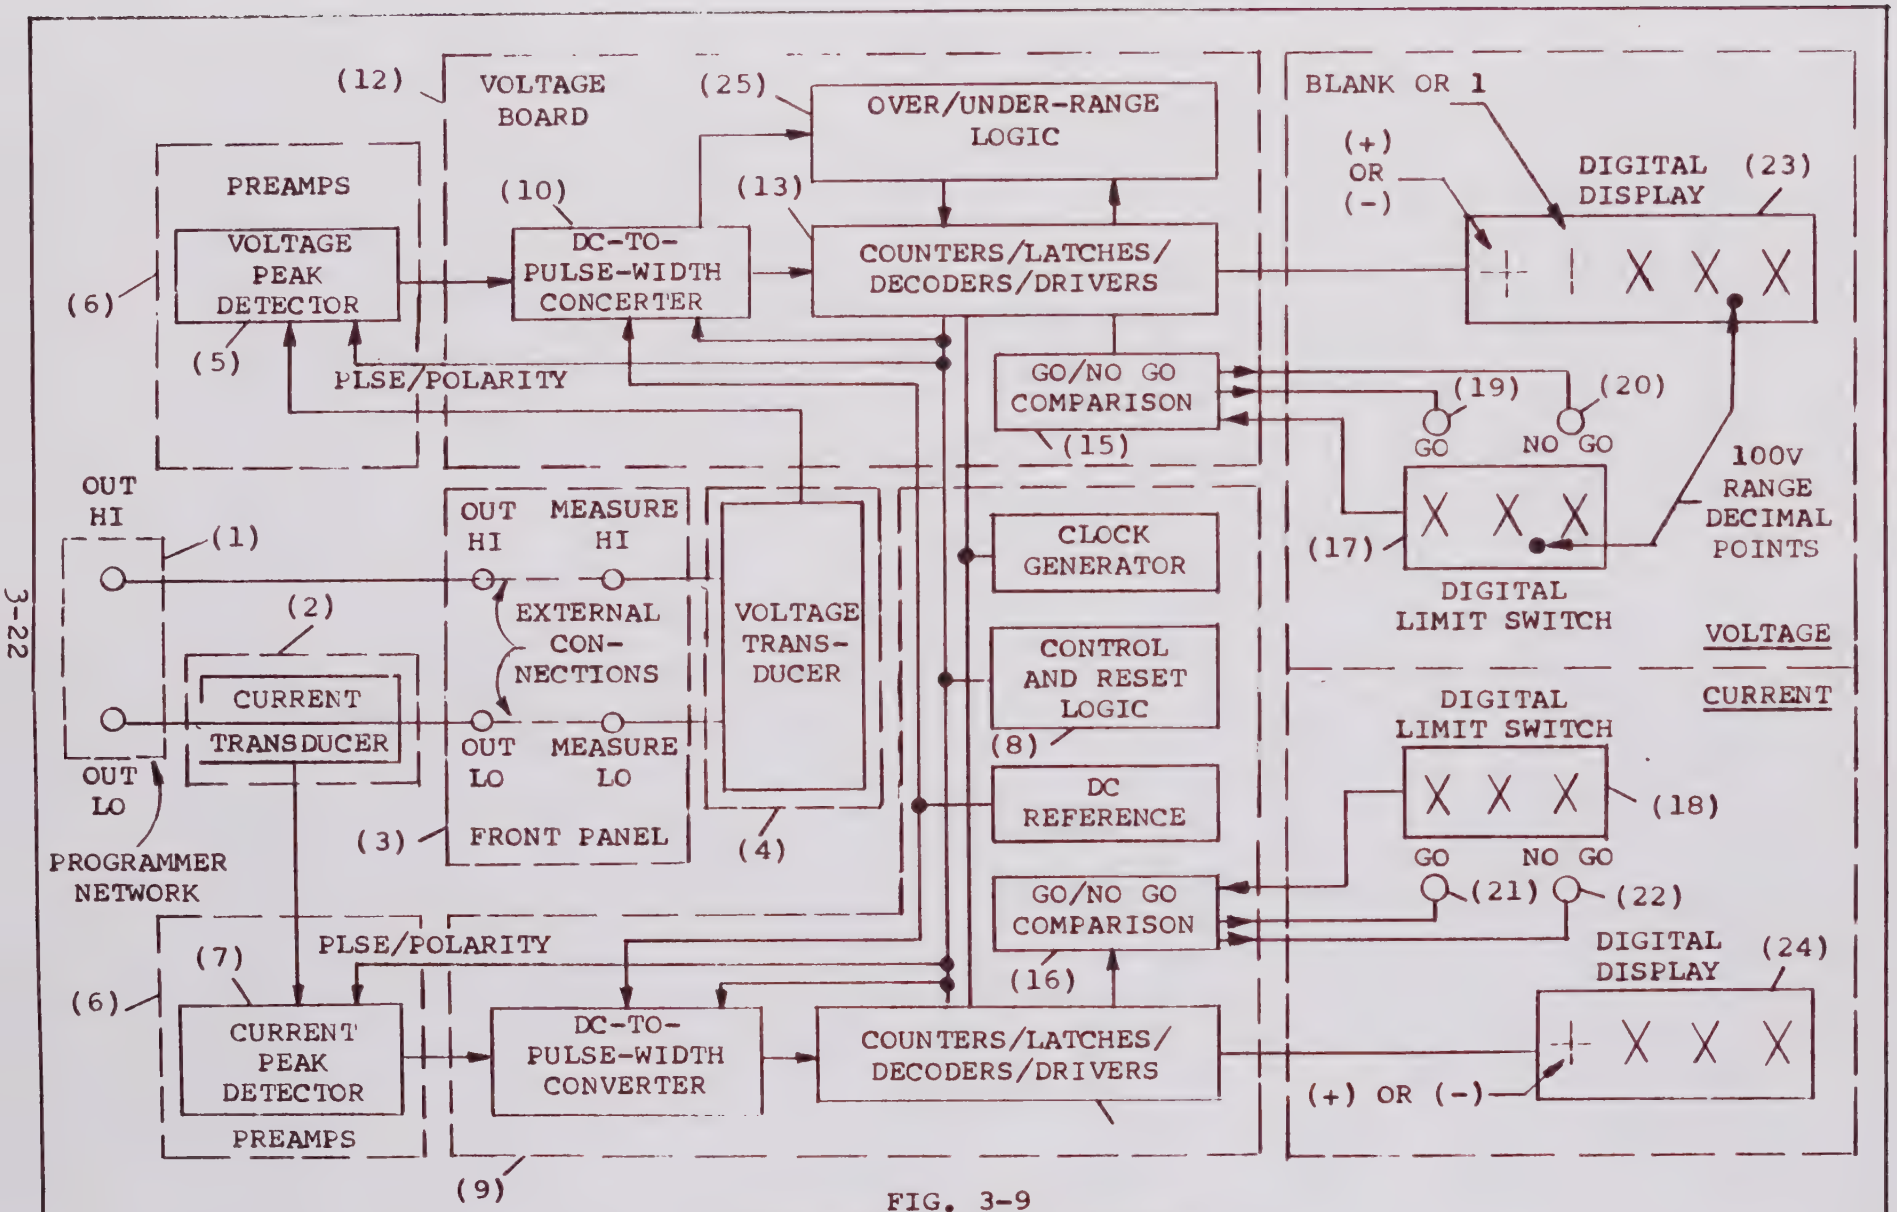
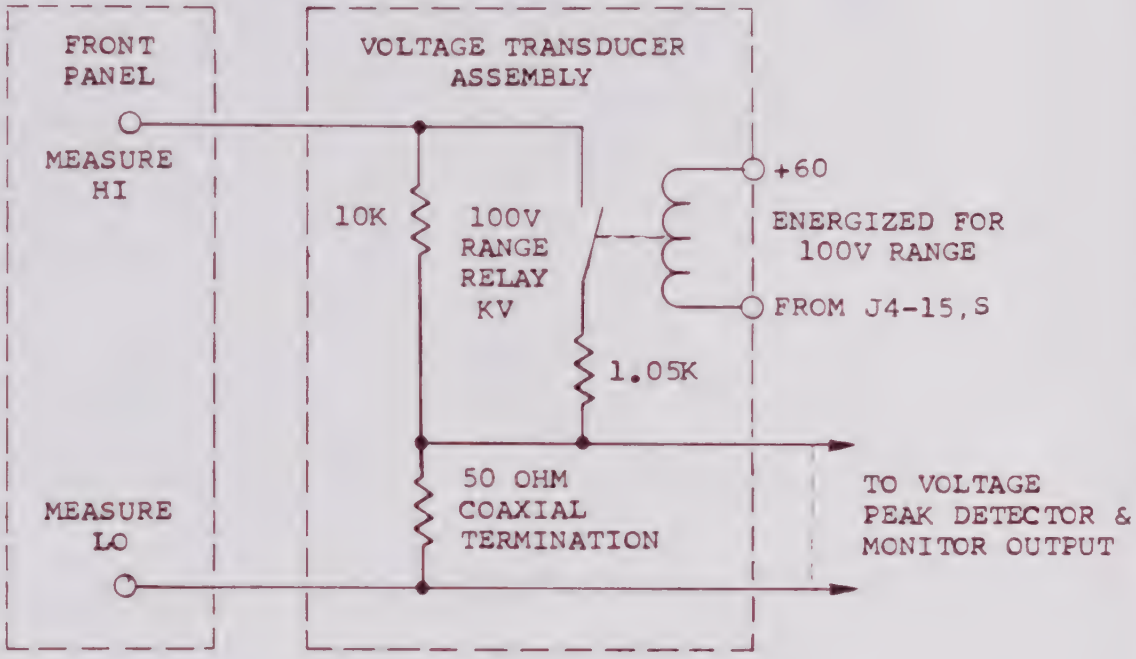
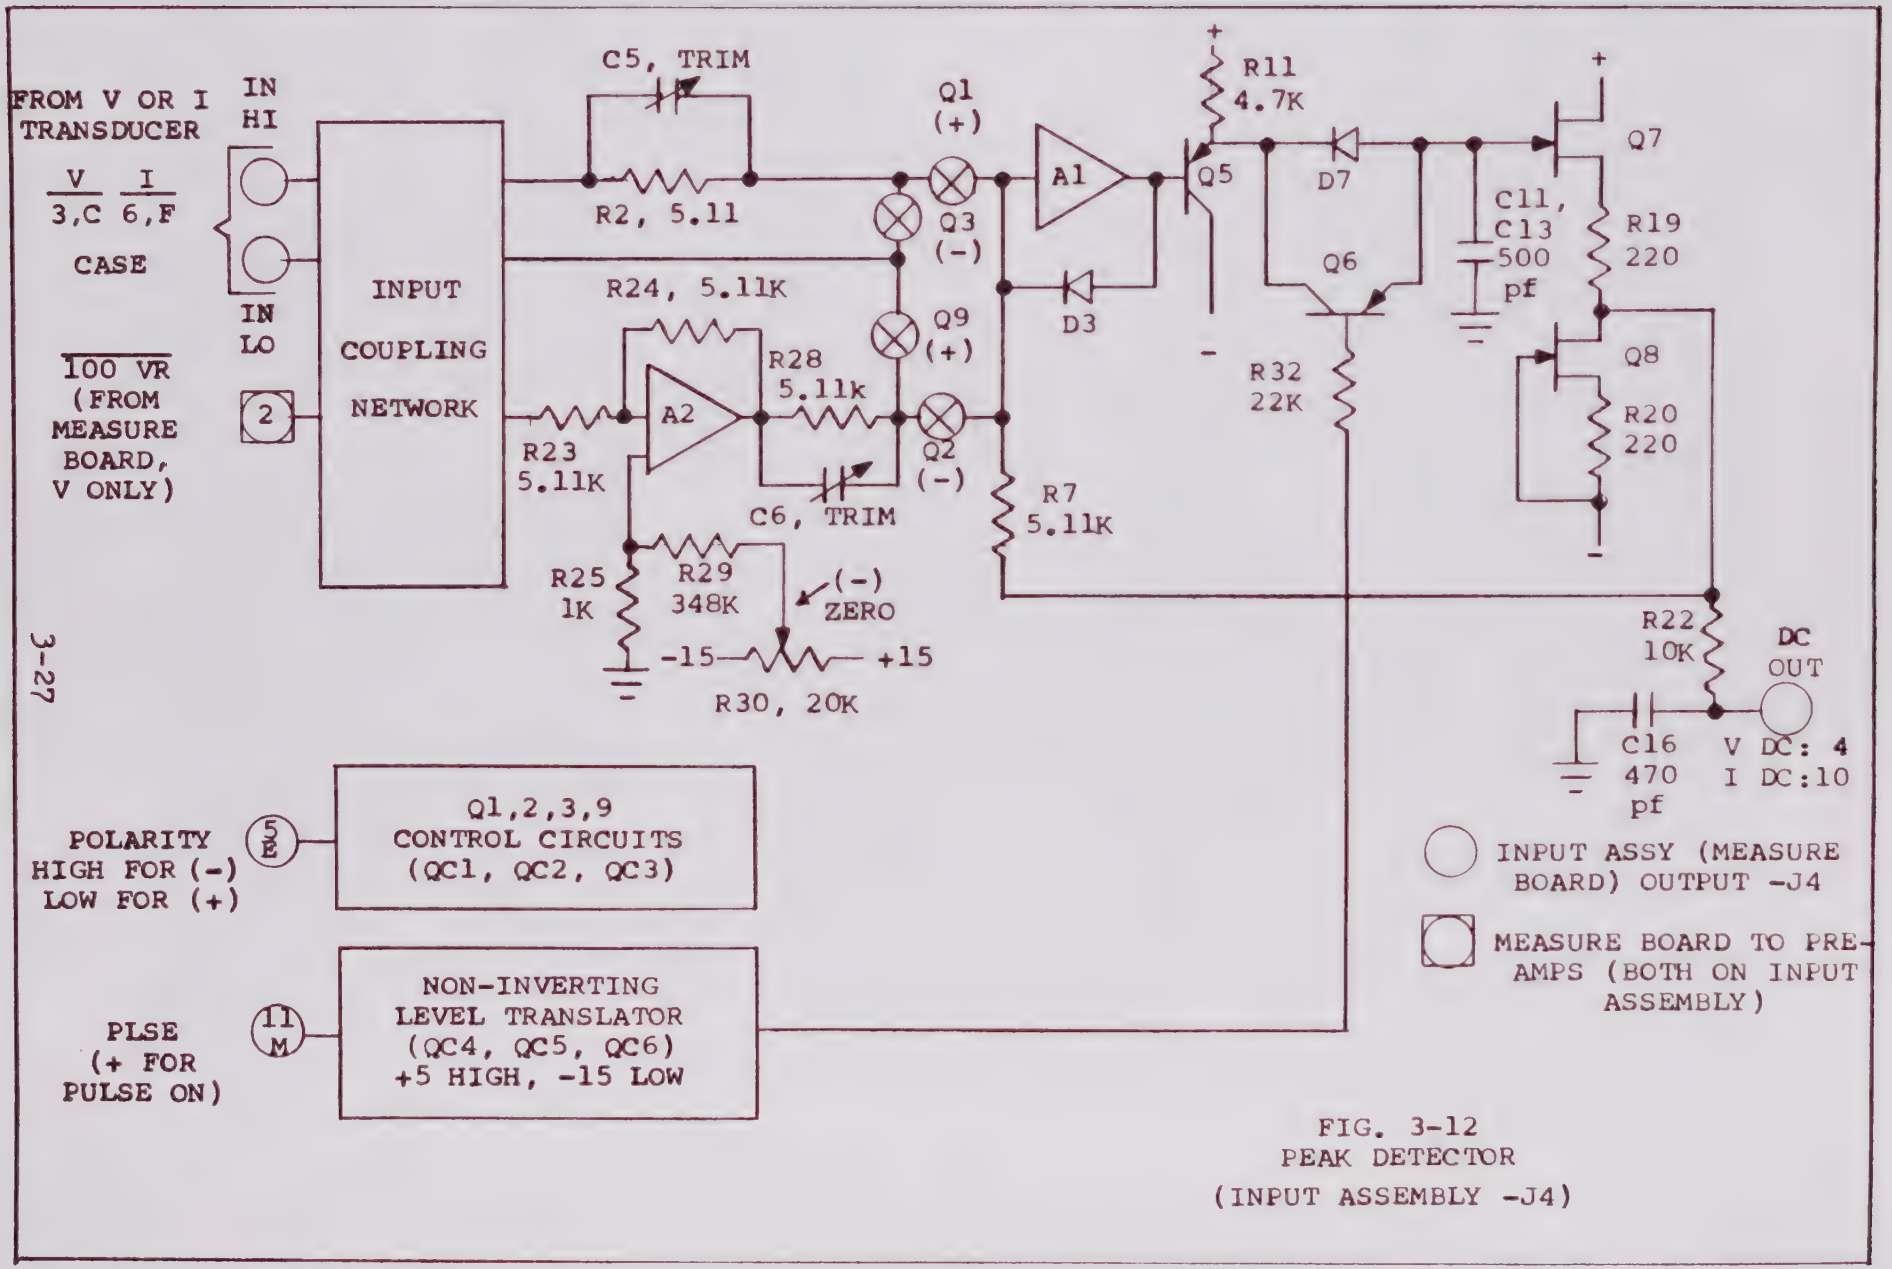
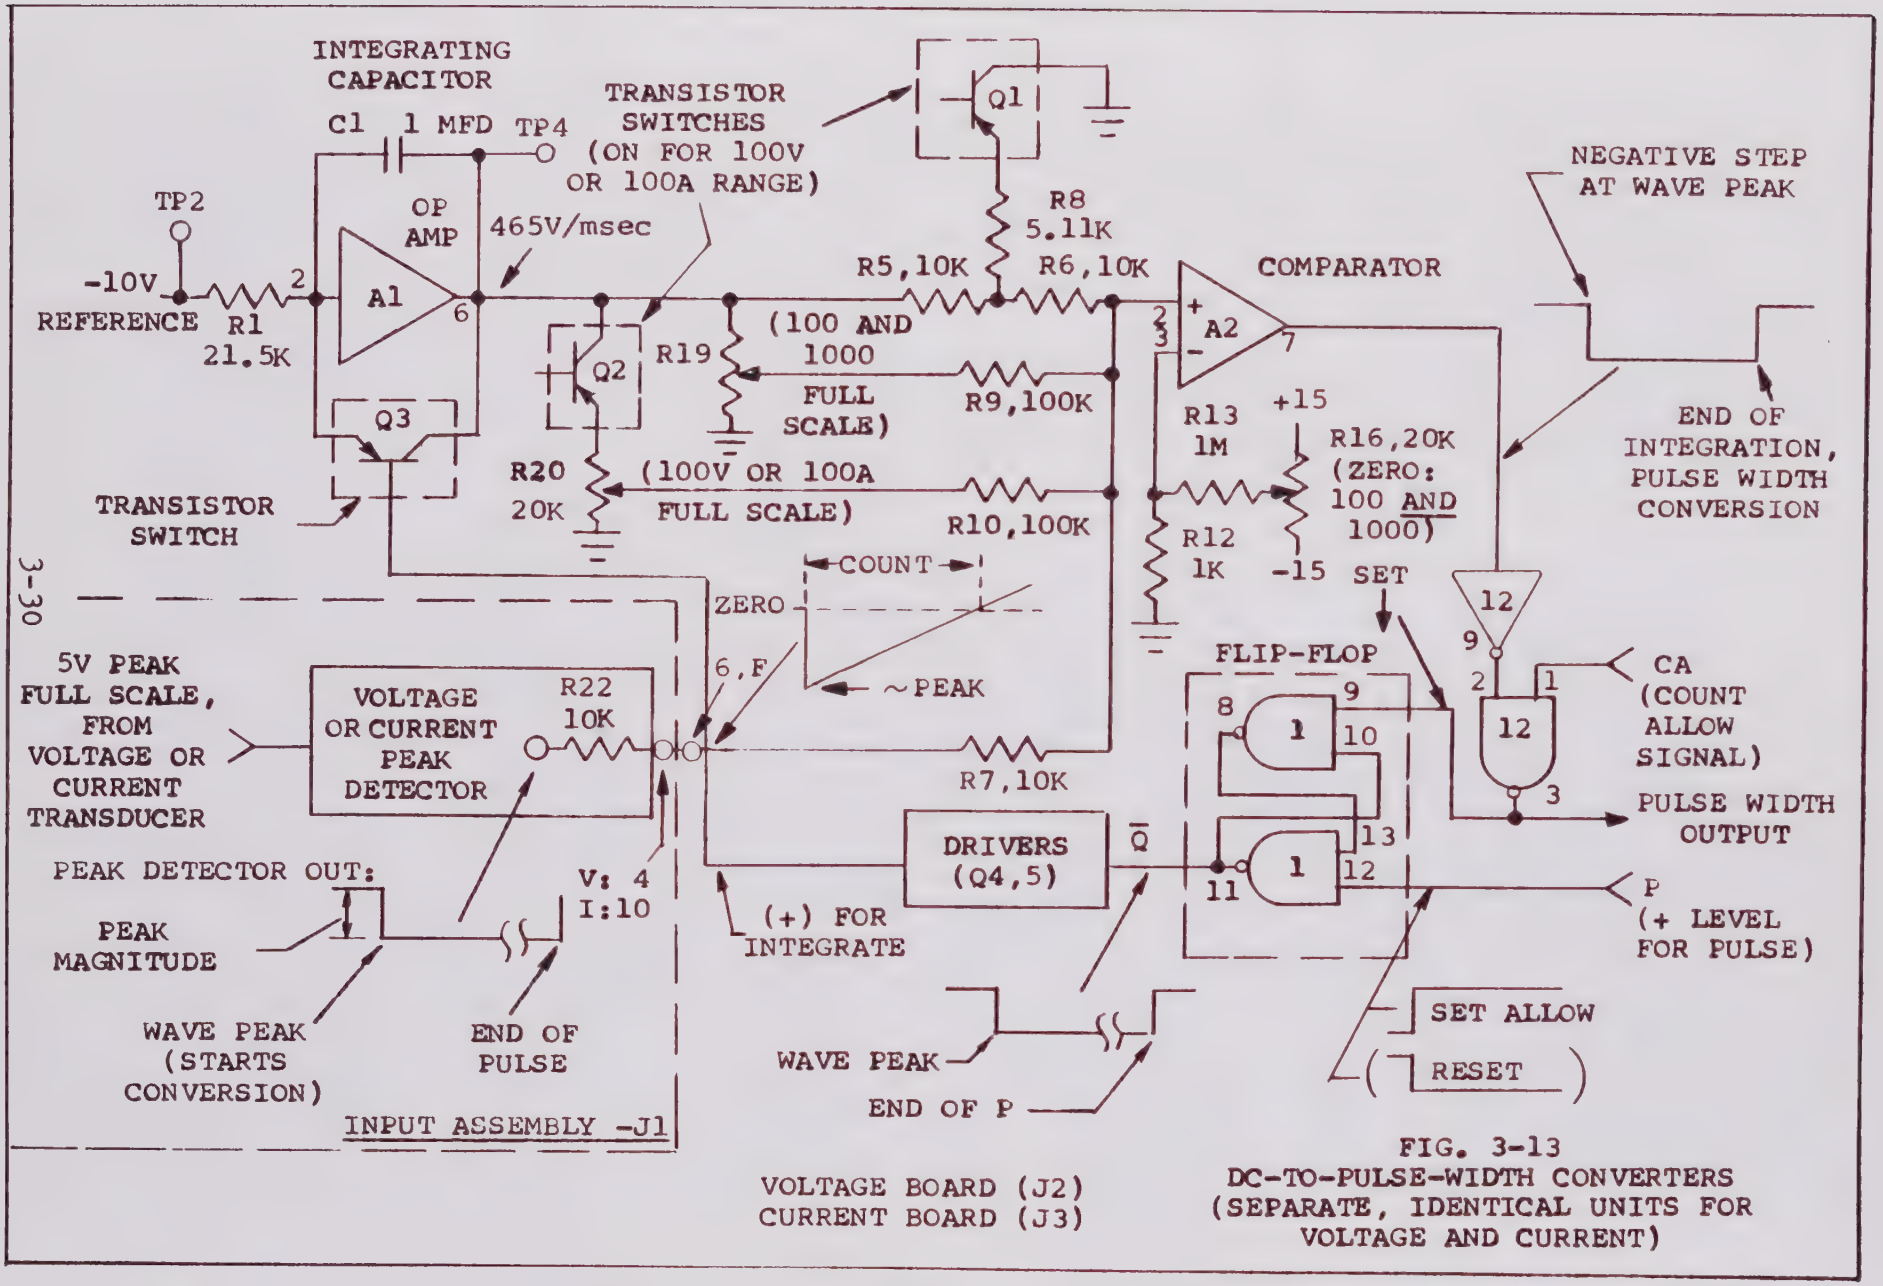

FIG. 3-9
FIG. 3-10
FIG. 3-12
FIG. 3-13
## 3.5 Peak Measurement and Display (Fig. 3-9)
Fig. 3-9 is a block diagram of the Peak Monitors in the Model 424. Dotted lines in the Figure surround separately identifiable, or portions of separately-identifiable sub-assemblies; solid lines surround functional blocks within the sub-assemblies.
The energy-storage capacitor is discharged into the Programmer Network (1) as shown in Fig. 3-8, where wave-shaping networks form the desired pulse. This pulse is applied, low-end via the Current Transducer (2) in Fig. 3-9, to the Out Hi-Out Lo terminal pair in the output terminal array located on the front panel, (3) in Fig. 3-9.
The Voltage Transducer (5) in Fig. 3-9 is shown in greater detail in Fig. 3-10. Its purpose is to reduce the measured high-voltage peak signal -- as great as 1599V -- to a level that can be measured with a semiconductor peak detector. The Measure Hi-Measure Lo front panel terminal pair is shown, in Fig. 3-10, connected to the input to the Voltage Transducer assembly, which is a coaxial, switched resistive attenuator. In the 1 kV range relay KV is open as shown, and the attenuation ratio is very nearly the ratio of 10K to the 50-ohm coaxial termination resistance, or 200:1. Thus, a 1 kV input will yield a 5V output; or the Voltage Monitor Output and peak detector scale factors will be 200V/V.
The virtually identical Peak Detector blocks, (5) for voltage and (7) for current in Fig. 3-9, are shown in greater detail in Fig. 3-12.
The input from either the Voltage (V) or Current (I) transducer is applied, as indicated in Fig. 3-12, to an input coupling network. This network supplies a transfer function according to the range employed. A 100V range input control signal is supplied from the Measurement Board (designated $\overline{\text{100VR}}$ in the figure.) Outputs from the Input Coupling Network include a (+) peak signal applied to resistor R2, or a (-) peak signal applied to resistor R23, depending on Model 424 output pulse polarity. The (-) peak input applied to R23 is inverted by op amp A2, with feedback resistor R24 equal to R23, providing unity gain. Zero adjust potentiometer R30 allow separate dc op amp zeroing, so that detector zero is unaffected by output pulse polarity. This is a factory adjustment and normally will not have to be readjusted unless A2 is changed.
The DC-to-Pulse-Width Converter blocks, (10) and (11) in Fig. 3-9, are shown in greater detail in Fig. 3-13. Since they are identical only one is shown.
When a peak is detected by the peak detector, its output steps negatively. Since it is coupled through its 10 K output resistor and 10 K resistor R7 in Fig. 3-13 to the A2 positive summing junction (SJ), the A2 output jumps positive. This transition signals the start of a pulse period that will be proportional to the dc from the peak detector. The A2 output, presuming a count allow (CA) signal is available from control logic on the PC board, sets the flip-flop comprised of the two dual-input gates labelled "1". This flop in turn, through driver transistors Q4 and Q5, opens the Q3 short across A1 and